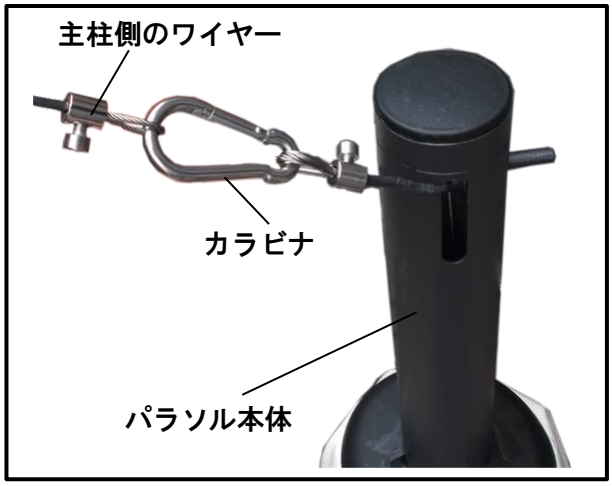

図.9
④ パラソル側の留め具（カラビナ）をコントロールボックスから伸びているワイヤーのリングにかけます。（図.9）